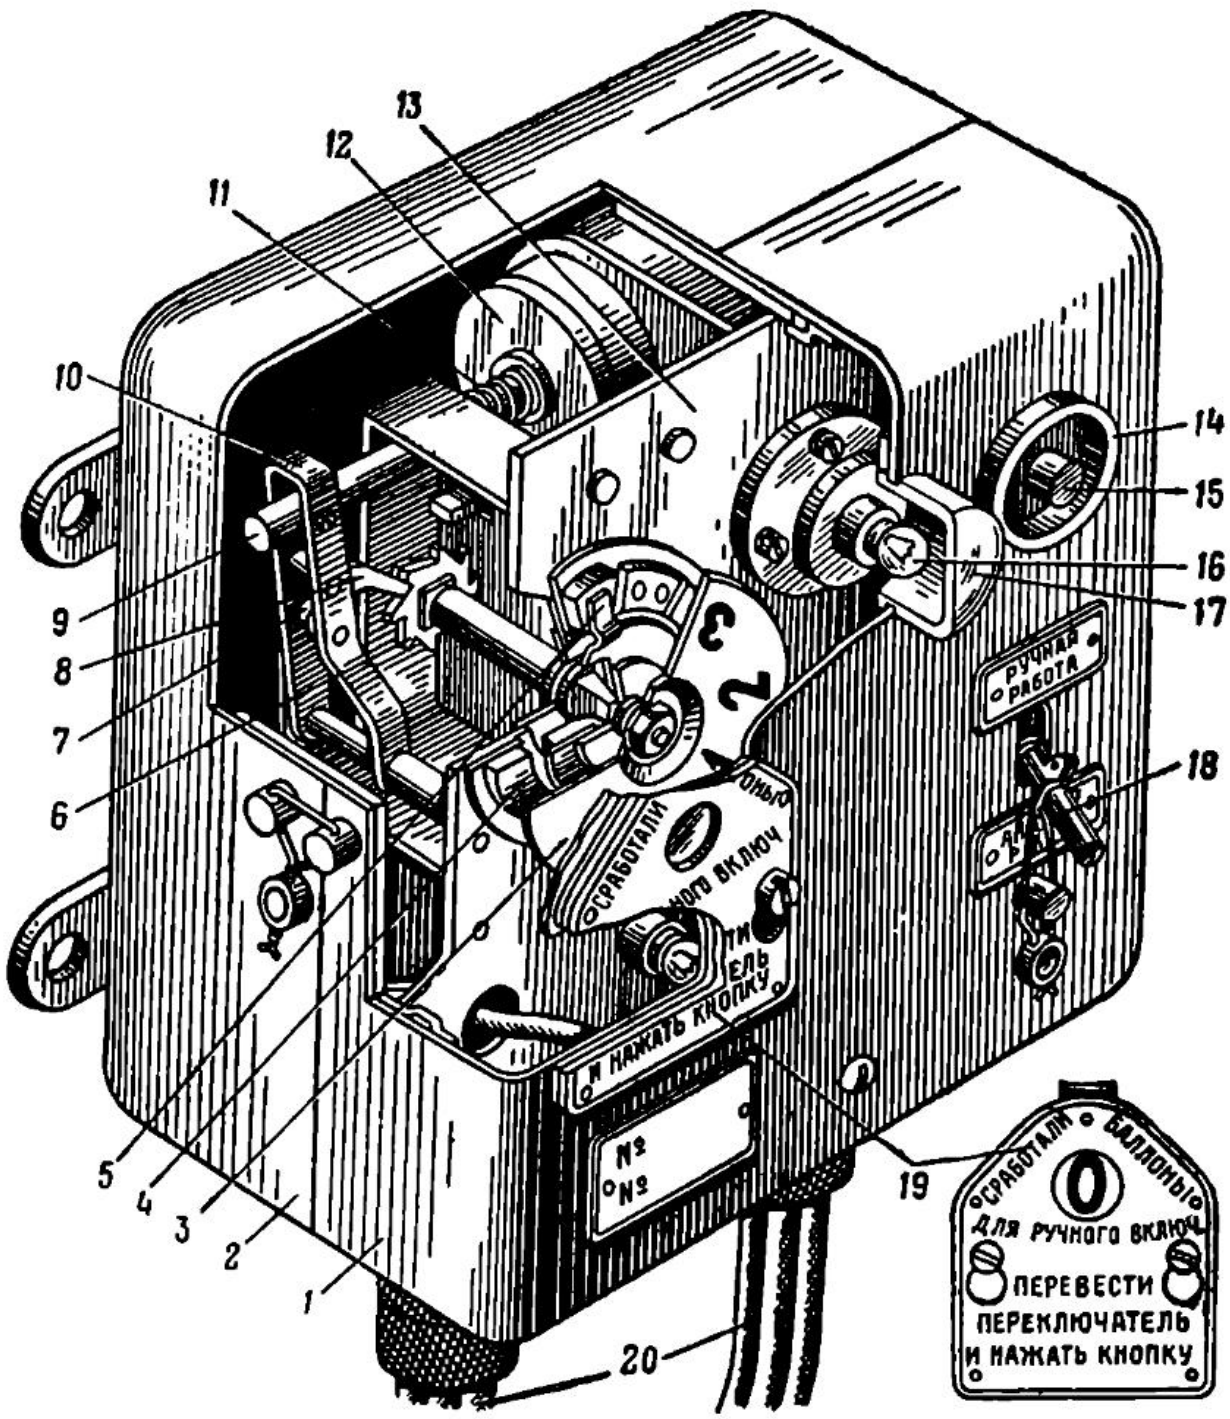

Рис. 326. Автомат ППО
Автомат ППО предназначен для замыкания цепи пиропатронов при срабатывании термозамыкателя и для сигнализации о пожаре. Он установлен в отделении управления, справа от сиденья водителя. Автомат (рис. 326) состоит из кожуха 2, в котором установ-
После гашения пожара температура термозамыкателя понижается, мембрана принимает исходную форму, микрокнопка размыкает цепь реле автомата ППО и обмотка электромагнита реле РП-1 обесточивается. Под действием возвратной пружины *11* (рис. 326) сердечник электромагнита и тяга *9* возвращаются в исходное положение. При этом собачка *8* перескакивает через один зуб храповика *6* и западает за следующий зуб. Сигнальная лампа гаснет (остается слабое свечение нити накала).
1. Если экипажем танка обнаружен пожар и автоматически он не потушен, необходимо заглушить двигатель, перевести переключатель *18* (рис. 326) на автомате ППО в положение «Ручная работа» и нажать на кнопку *15*. Если после этого пожар не потушен и сигнальная лампочка горит полным накалом, необходимо снова нажать на кнопку.